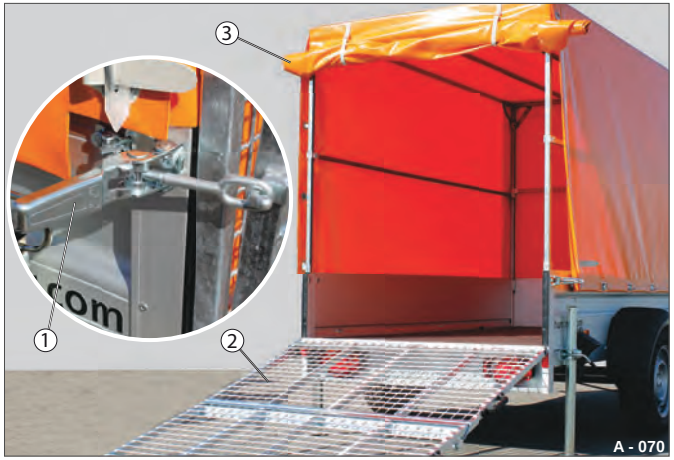

Fig. 82 Høj presenning åben, rampevæg klappet ned
- ▶ Åbn rampevæggens lukkeanordninger (Fig. 82 /1) -se "Betjening af lukkeanordninger" på side 104.
- ▶ Klap rampevæggen (Fig. 82 /2) ned.
- ▶ Åbn bagvæggen (Fig. 82 /3) se "Betjening af presenningen" på side 122.
- ▶ Luk rampevæggens lukkeanordninger (Fig. 82 /1) - se "Betjening af lukkeanordninger" på side 104.